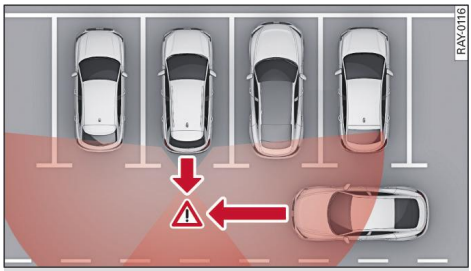

Fig. 122 Areas covered by sensors for rear cross-traffic assist
The rear cross-traffic assist uses the radar sensors at the rear corners of the vehicle to monitor the area behind and to the side of the vehicle. The system can detect moving objects, such as cars, as they approach the vehicle ⇨ *Fig. 122*. When driving out of a parking space, you are assisted by the centre display ① and various warnings.
The areas covered by the sensors ⇨ *page 221, Fig. 122* are examples and do not represent the range of the sensors to scale.